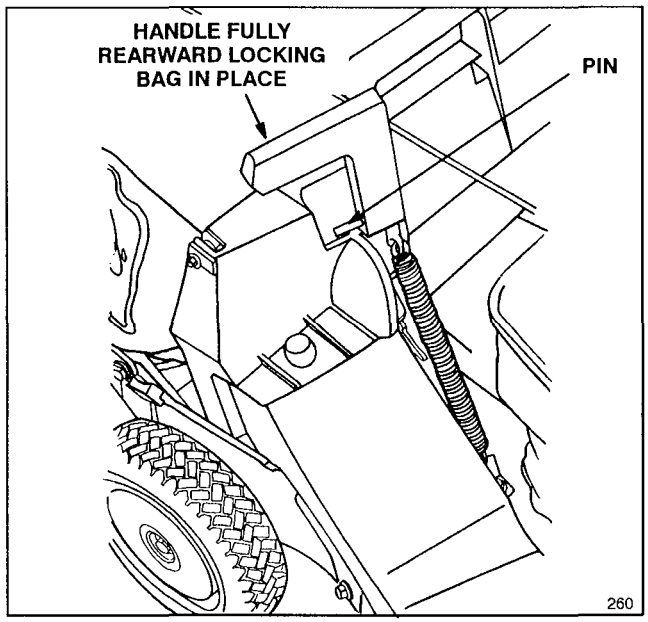

Figure 6
4. Pull discharge door handle forward until pin clears catch and move handle rearward until pin locks in bag notch (Fig. 6). Discharge door in mower housing is now open.